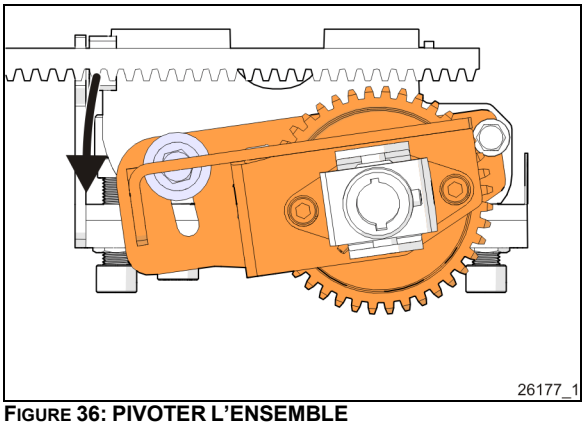

FIGURE 36: PIVOTER L'ENSEMBLE
2. Faire pivoter l'ensemble de pignon vers le bas. (Figure 36)